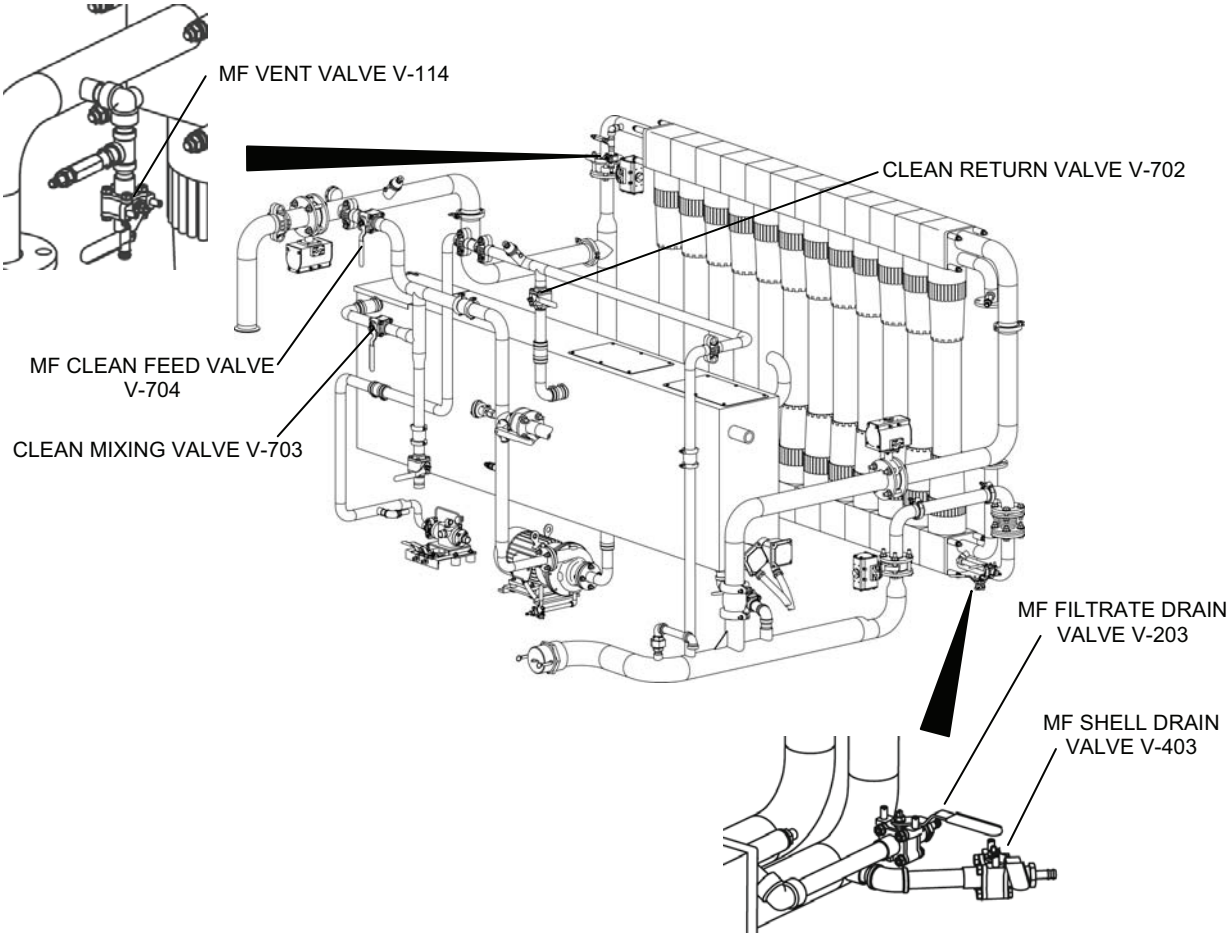

Figure 7. Valves for MF Acid Cleaning.
2. Set valves for MF acid cleaning as follows (Figure 7):
b. Close Clean Return Valve V-702 (Figure 7).
g. Wait for the RO feed pump to stop, then close MF Clean Feed Valve V-704 (Figure 7).